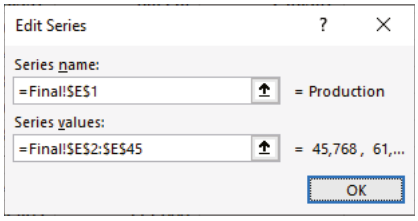

Figure 9.44: Renaming a series
2. For each series, click Edit and point to the first row for that column to name the series. Figure 9.44 shows an example of renaming a series.